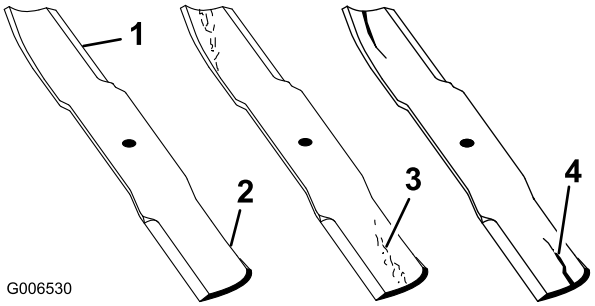

Figur 44
1. Undersøk kniveggene (Figur 44). Hvis kniven er sløv eller hvis det er hakk i den, må den tas av og slipes. Se Slipe knivene.
2. Undersøk knivbladene, spesielt buen (Figur 44). Hvis du finner skader, slitasje eller ser at det begynner å bli hull i denne delen av kniven (del 3 i Figur 44), må den skiftes ut øyeblikkelig.